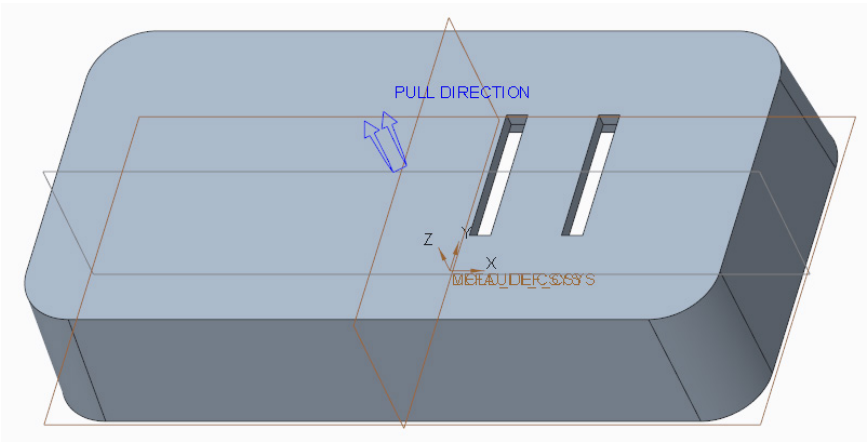

Figure 16-12 *Model after insertion in the Mold environment*
2. Select the **Same model** radio button from the **Reference model type** area in the **Create Reference Model** dialog box and choose the **OK** button; the **Layout** dialog box is displayed. Choose the **OK** button and choose the **Done/Return** option from the **Menu Manager**. The inserted part is displayed in the drawing area with the **PULL DIRECTION** arrow along the z-axis, as shown in Figure 16-12.